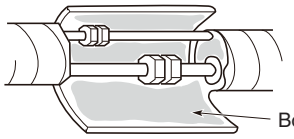
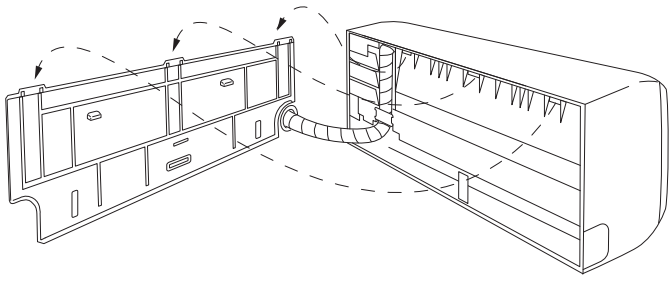

Abb. 3-26
Abb. 3-25
(2) Kabel, Kühlmittelleitung und Ablaufschlauch durch die Öffnung in der Wand drücken. Die Inneneinheit so einstellen, dass sie sicher an der Rückwand sitzt. (Abb. 3-25)
(3) Die Leitungen vorsichtig biegen (sofern erforderlich), damit sie bis zur Außeneinheit bündig an der Wand anliegen, und dann bis zu den Anschlüssen mit Band umwickeln. Der Ablaufschlauch sollte an der Wand lotrecht nach unten verlaufen und an einer Stelle enden, wo das abtropfende Wasser keine Flecken an der Wand verursacht.
(4) Die Kühlmittelleitung an die Außeneinheit anschließen. (Nach Durchführen einer Undichtigkeitsprüfung an den Anschlüssen diese mit Leitungsisolierung isolieren. (Abb. 3-26)).